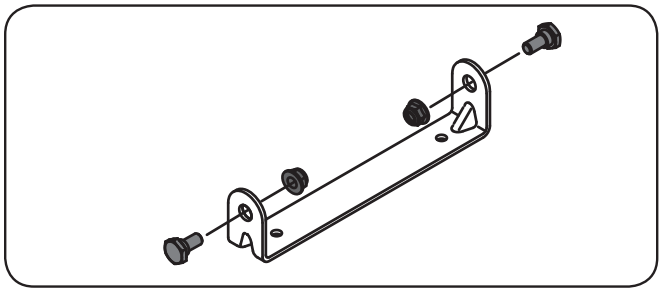

Figure 3-4
1. Enlevez les deux boulons à épaulement et contre-écrous sur le support de montage fournis dans le sachet de boulonnerie. Voir la Figure 3-4.